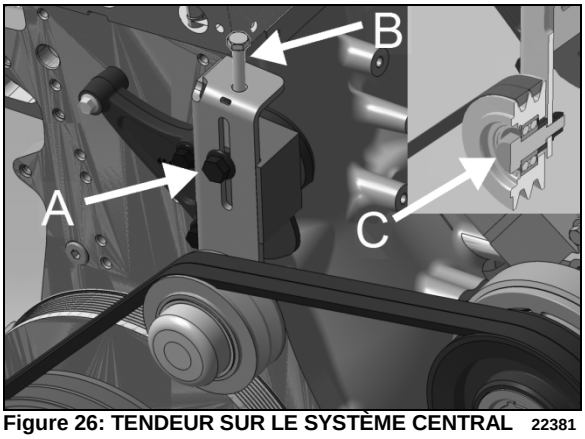

Figure 26: TENDEUR SUR LE SYSTÈME CENTRAL 22381
Sur le tendeur mécanique (Figure 26), desserrer légèrement la vis de blocage (A). Ajuster la tension en tournant la vis de réglage (B). Serrer le boulon de verrouillage (A) pour préserver l'ajustement.